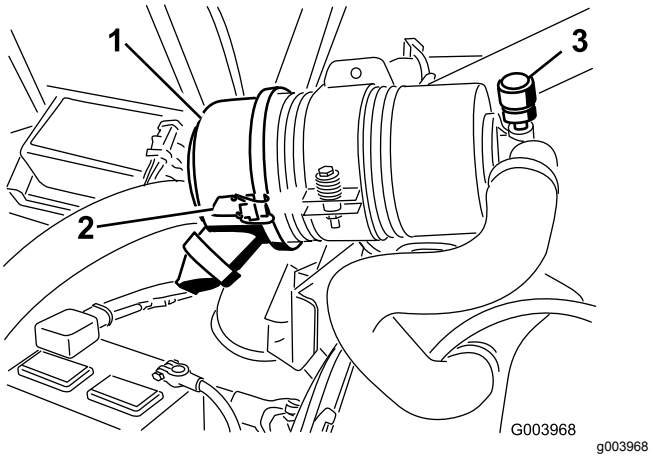

图46
仅在维修指示灯 (图46) 要求时才维修空气滤清器滤芯。在必须更换之前更换空气滤清器只会增加灰尘在滤清器拆下时进入发动机的几率。
1. 松开将空气滤清器盖固定到空气滤清器壳体上的搭扣图46。